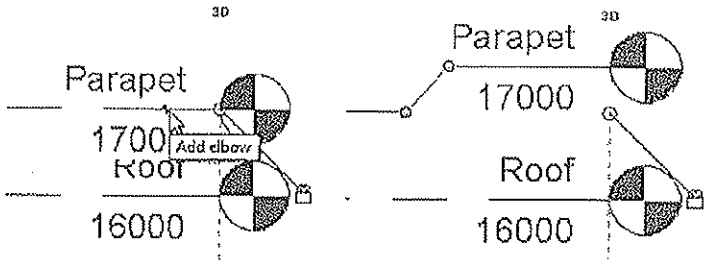

Figure 3–36
- Click (Add Elbow) to add a jog to the level line as shown in Figure 3–36. Drag the blue sizing handles to new locations as required. This is a view-specific change.